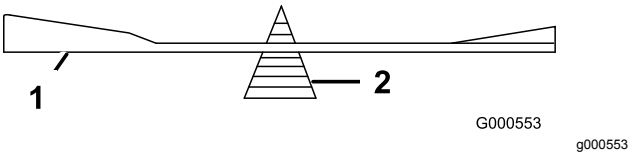

Figuur 76
2. Controleer de balans van het mes met een mesbalans (Figuur 76).